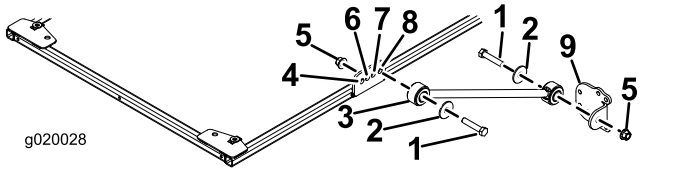

Figure 20
- For Models 03820, 03821, 30604, 30605, 30608, and 30609 on each side of the sunshade frame, loosely mount a brace to the **rear** hole of the brace bracket with a bolt (1/2 x 2-1/2 inches), washer (1/2 inch) washer, and flange nut (1/2 inch) as shown in Figure 20.
8. Loosely install a brace bracket to each brace with a bolt (1/2 x 2-1/2 inches), washer (1/2 inch), and flange nut (1/2 inch) as shown in Figure 20.